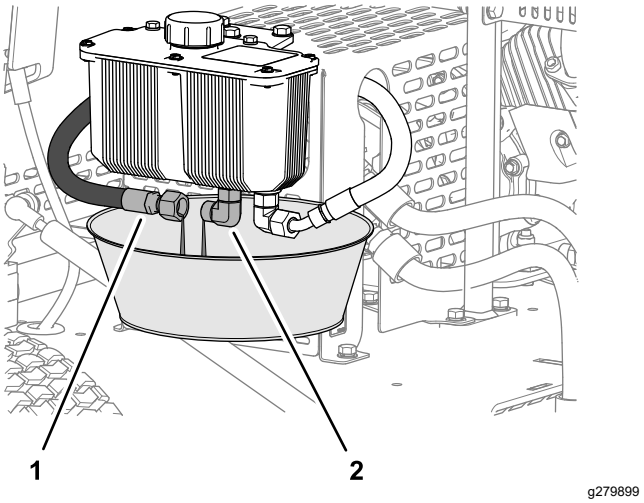

Figur 36
1. Placer en dræningsbakke med kapacitet til 2 l under hydraulikbeholderen (Figur 36).
2. Fjern forsyningshydraulikslangen fra beholderens fitting, og lad al hydraulikvæsken løbe ud (Figur 36).